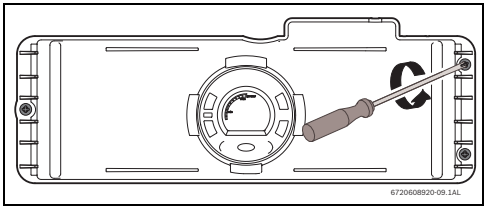
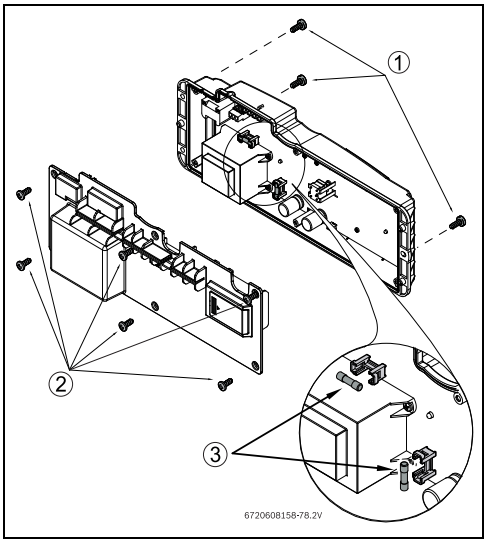

Рис. 48
Рис. 49 Положение предохранителей
- ▶ отпустите три винта на блоке управления (рис.48 и Рис. 49 , поз. 2).
- ▶ Отпустите шесть винтов на задней крышке блока управления, см. Рис. 49 , поз.2.